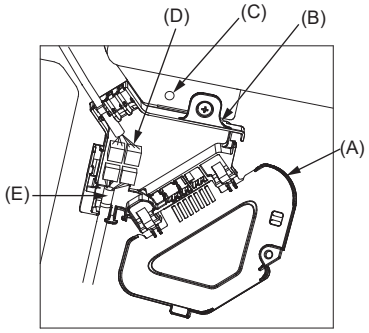

Abb. 10-8
(1) Die Befestigungsschraube des Anschlusskastendeckels entfernen und den Deckel öffnen.
(2) Den Verbindungskabelstecker des Luftklappenmotors und den Steckverbinder an der Blende für den Luftklappenmotor im Anschlusskasten sicher verbinden. (Abb. 10-8)